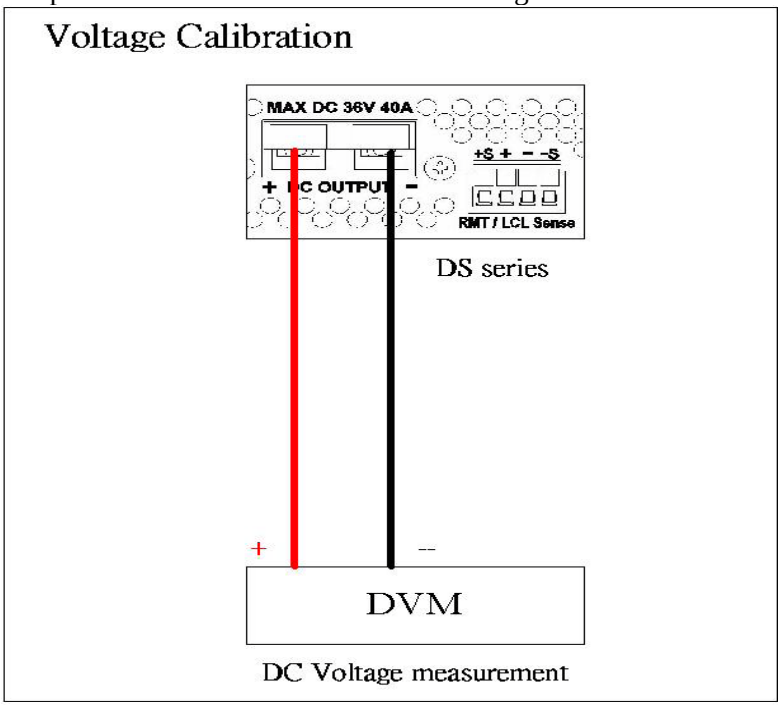

Figure 1
A. Connect power supply output terminal to DVM (as shown in Figure 1 below). Turn on the supply. Once the unit enters the main page, press MENU and select “8. Calibration” and key in password “13579” to enter the following calibration menu screen: